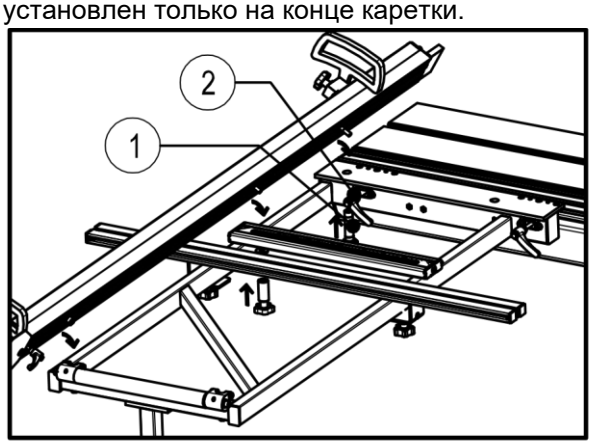
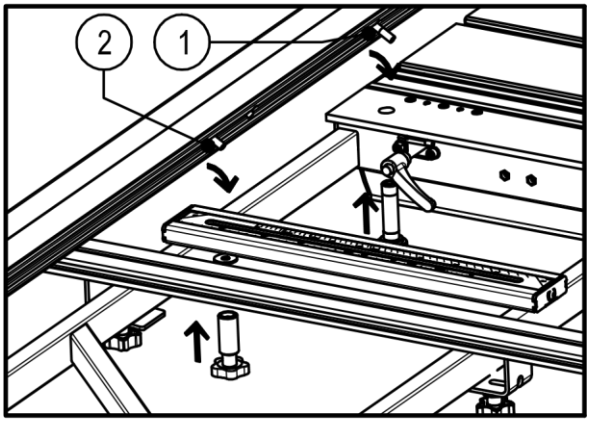

Abb.17
Fig.18B
Установка поперечного стола (Fig.17)
Чтобы установить поперечную линейки на поперечном столе, поместите ограждение с помощью правого шарнирного пальца (1) в крепежное отверстие в передней части стола (рис. 18B). Теперь установите зажимной винт (2). Двигайте упор назад, пока стопорный болт (3) не будет надежно закреплен опорном гнезде (4) а запорный болт (5) в точке опоры. Эти опорные точки также служат упором на 90 °. Опорная точка (4) установлена на заводе, но может быть при желании отрегулирована пользователем, но она не служит для регулировки прямоугольности ограждения, это делается с помощью 4 регулировочных болтов (рис. 17, 2), но для регулировки задней точки крепления. Упор можно использовать в двух положениях спереди или сзади и под углом. Все точки крепления устанавливаются на заводе.